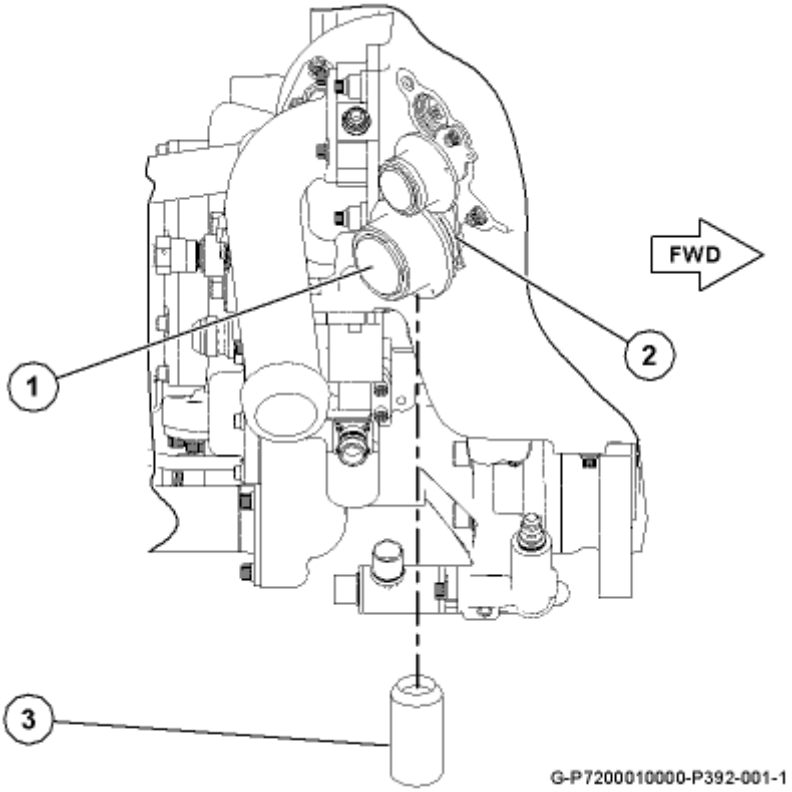

**Figure A-2.** Oil Overflow / Sample Port.
**1.** Remove quick disconnect cap (item 1, figure A-2, page A-128) from overflow/oil sample port (2).